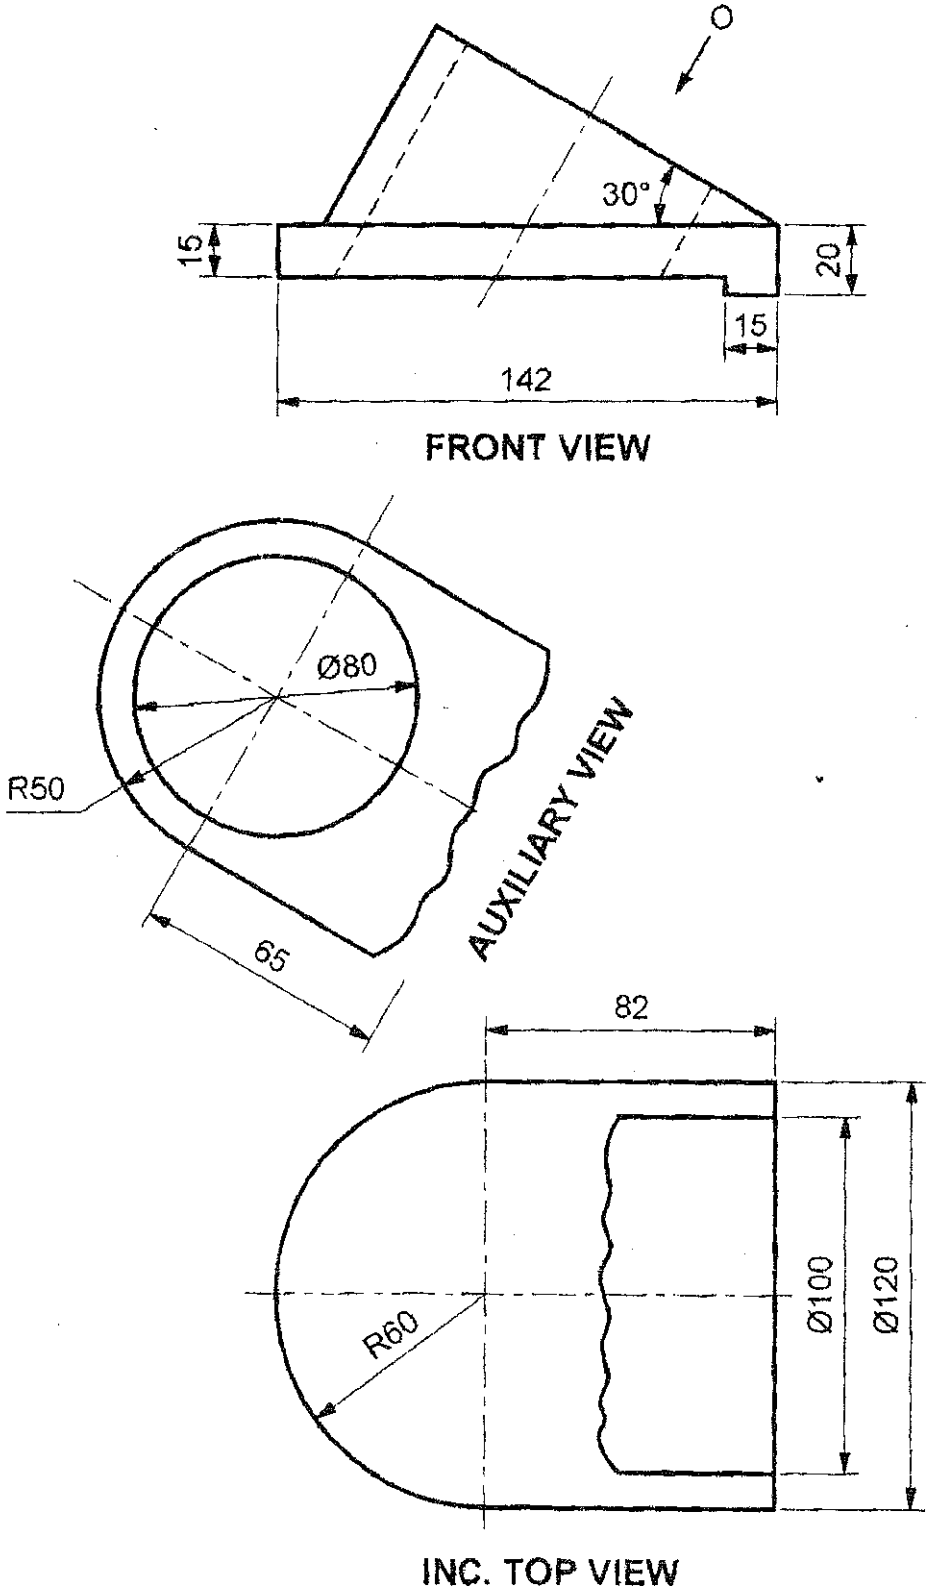

Figure 1
2. A) Figure 1 shows the front view, incomplete top view and partial auxiliary view of a machine part. Using the given views complete the top view of the object. **(1×12=12)**